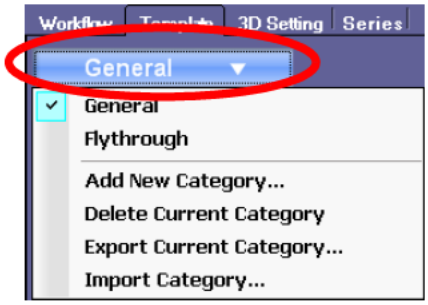

Figure 2-78: Template Category Menu
To select another category, To do so, click the category button located at the top of the template panel (circled in Figure 2-78). A pulldown menu is displayed:
You can also create your own template categories, tailored to your specific needs. To add a category, select **Add New Category** from the menu (see Figure 2-78). This opens a dialog box where you can enter the name of the category:
1. Click the category name at the top of the Template panel to display the pulldown menu (see Figure 2-78 on page 2-156).